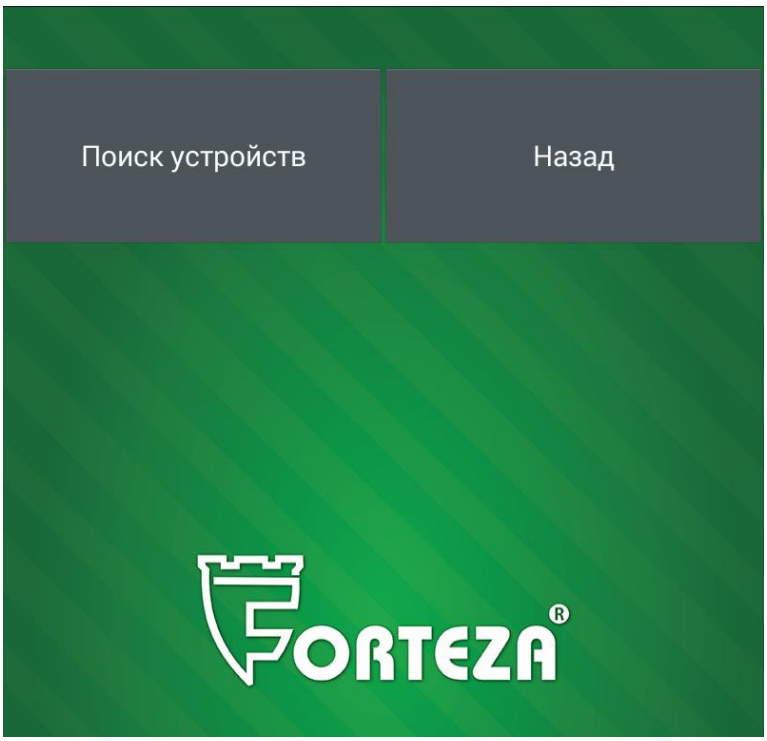

Рисунок 2.15
2) Выбрать тип подключения «Bluetooth». Bluetooth на Android устройстве автоматически включится и откроется окно поиска устройств (рисунок 2.15).